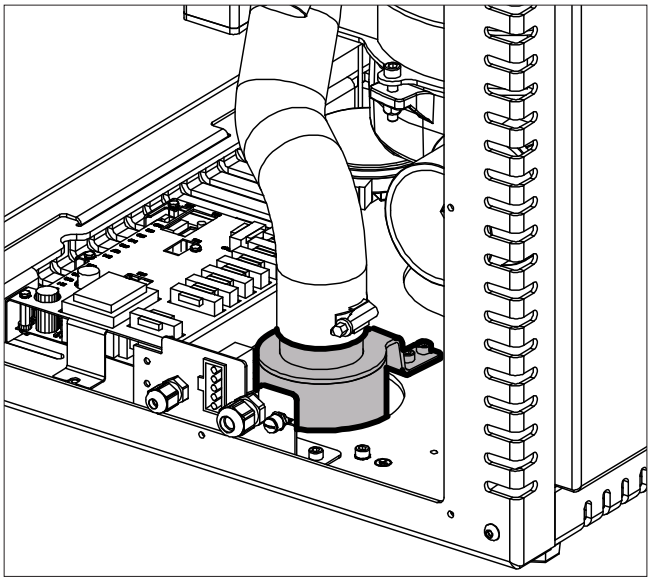

Fig. 4
- Visser le manchon de raccord à l’air de combustion à la plaque du fond (Fig.4).